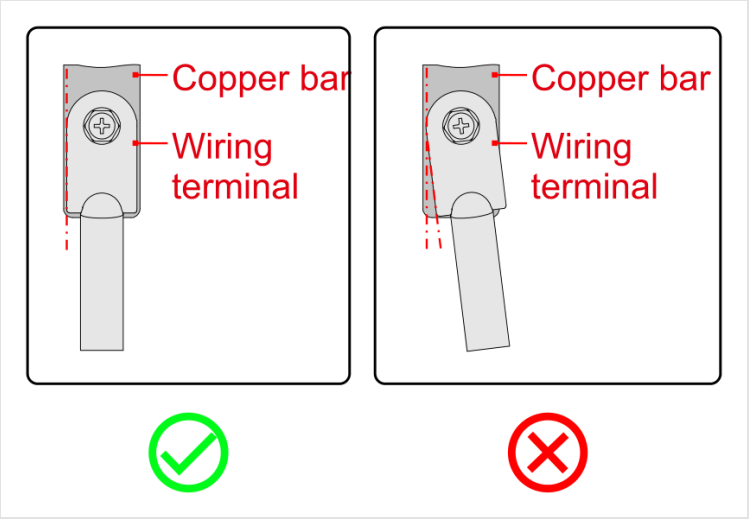
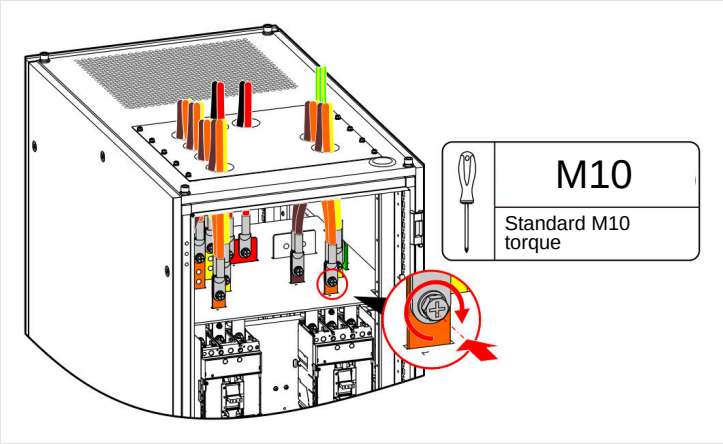

FIGURE 4-49 Lug straight along the bus bar (left), not turned (right)
FIGURE 4-55 Tighten the terminal bolts: M10, standard M10 torque
6. Connect PE first, then the utility input, bypass input, output and battery cables to their bus bars (Figure 4-51, Table 4-7, Figure 4-52, Figure 4-53). Mount the lugs straight on the bus bars (Figure 4-49) and tighten the bolts (Figure 4-55).
Connect every UPS cabinet to the site ground. Mount the lugs straight along the bus bars (Figure 4-49): a turned lug can break down the insulation and cause a short circuit.